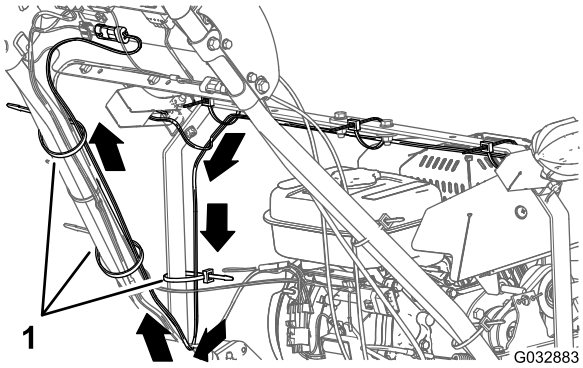

Рисунок 13
1. Проложите жгут проводов комплекта светодиодного освещения вниз по левой планке штанги освещения и поперек, к левой трубке штанги рукоятки (Рисунок 13).
2. Проложите жгут проводов вверх по левой трубке штанги рукоятки к панели управления (Рисунок 13).
3. Прикрепите жгут проводов к левой планке штанги освещения и трубке штанги рукоятки с помощью трех кабельных стяжек, как показано на Рисунок 13.